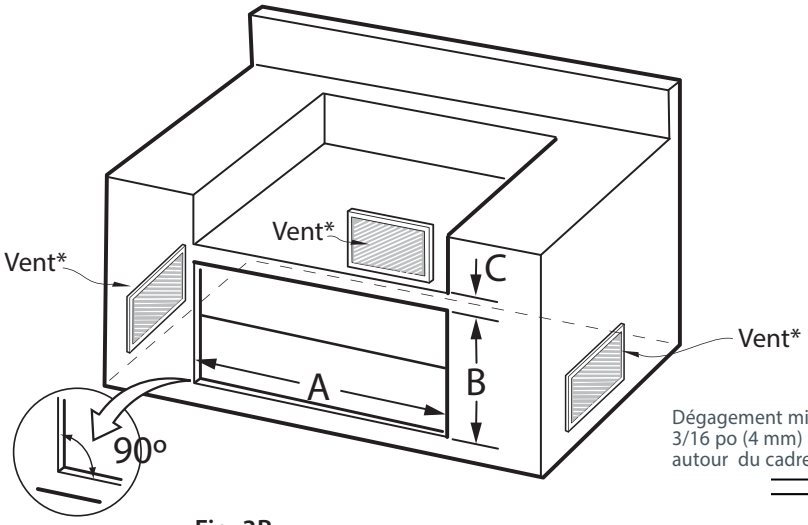

Fig. 3B
1. Effectuez une découpe dans votre armoire ou îlot avec les dimensions suivantes (Fig. 3B) :